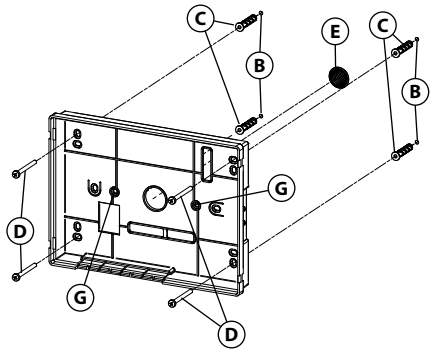

Fig. 4
3. Appoggiare a parete la base del videocitofono ad una altezza di circa 135cm dal pavimento finito e prendere i riferimenti per i fori di fissaggio Ⓑ (**Fig. 4**) tenendo presente che i conduttori Ⓔ (**Fig. 4**) devono passare attraverso l'apertura Ⓕ (**Fig. 4**). Se per l'uscita da parete dei conduttori si utilizza la scatola da incasso 503, murare la stessa in posizione verticale lasciando circa 140cm tra la base e il pavimento finito.
4. Facendo riferimento alla **Fig. 4**, realizzare i fori Ⓑ, inserire al loro interno i tasselli ad espansione Ⓒ e fissare la base del videocitofono alla parete tramite le viti Ⓓ avendo cura di passare i conduttori Ⓔ attraverso la fessura Ⓕ. Se è stata utilizzata la scatola da incasso 503, fissare a parete la base tramite i fori Ⓖ (a passo con le linguette di fissaggio della 503) utilizzando le viti Ⓓ.